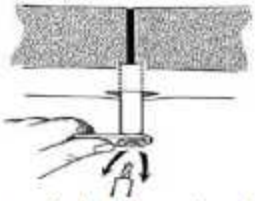

Figura 10: Remoción de la broca y la guía de la broca.
9. Retire la broca y la guía de la broca manteniendo la presión sobre el mango de la guía del tornillo (Figura 10).